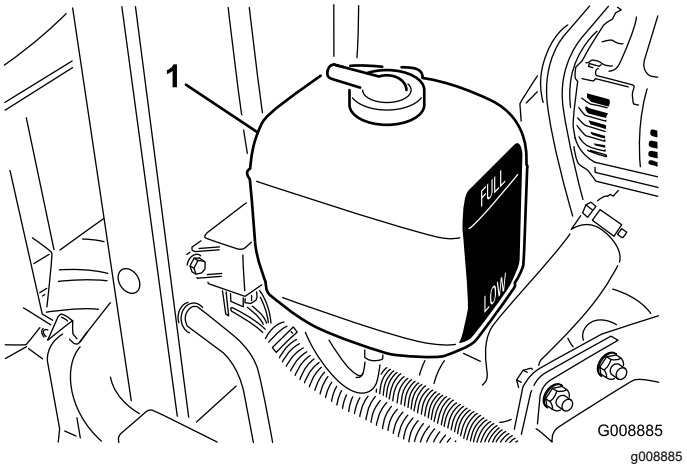

Figur 24
1. Kontroller kjølemiddelnivået i ekspansjonstanken (Figur 24). Når motoren er kald, skal kjølemiddelnivået være omtrent midt mellom merkene på siden av tanken.